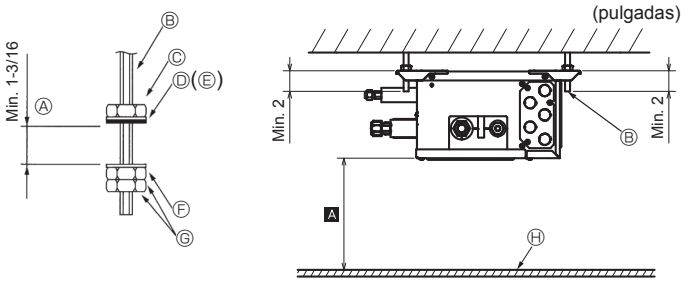

Fig. 6-1
(2) Fije las arandelas (①, ②) y tuercas (adquiridas localmente) a los pernos de suspensión. (Fig. 6-1)
(3) Cuelgue la unidad de los pernos de suspensión.
(4) Apriete completamente las tuercas (compruebe la altura del techo).
(5) Utilice un nivel para alinear la caja de derivación horizontalmente.